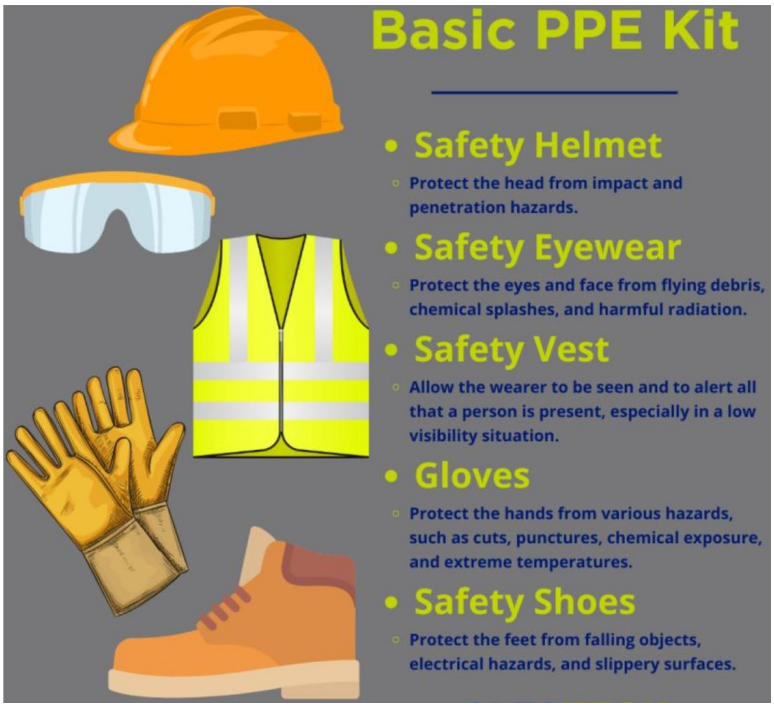

Figure 1(Basic PPE Kit)
1. Wear all personal protective equipment (PPE) such as gloves, safety glasses, and appropriate footwear(Figure 1).